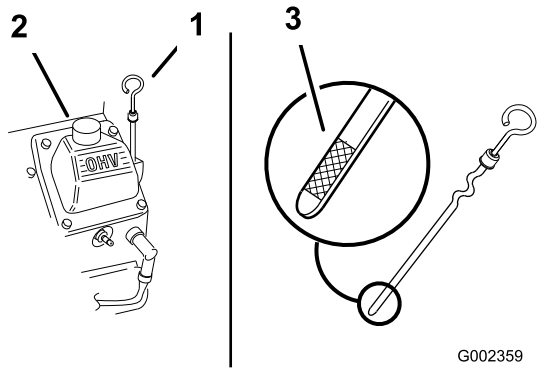

Figur 24
3. Rengør området omkring målepinden (Figur 24), så der ikke trænger snavs ned i påfyldningshullet, hvilket kan beskadige motoren.
4. Skru målepinden af, og tør enden ren (Figur 24).
5. Før målepinden helt ind i påfyldningsrøret, men skru den ikke fast på røret (Figur 24).
6. Hæld langsomt ca. 80 % af den angivne olie i påfyldningsrøret (Figur 24).